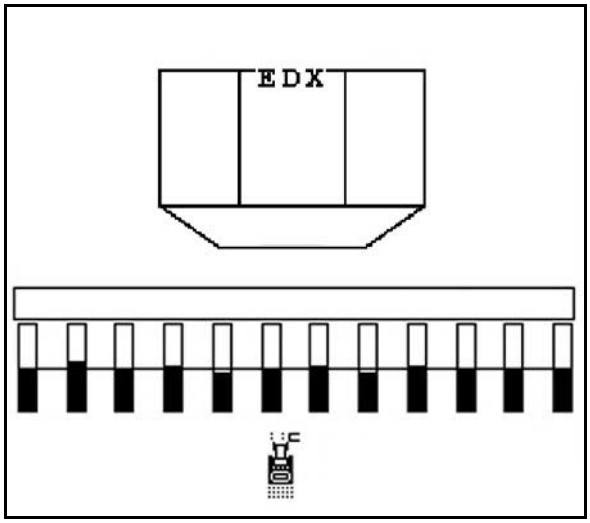

Fig. 55
1. Hindernis-Schaltung vorwählen (Fig. 55).